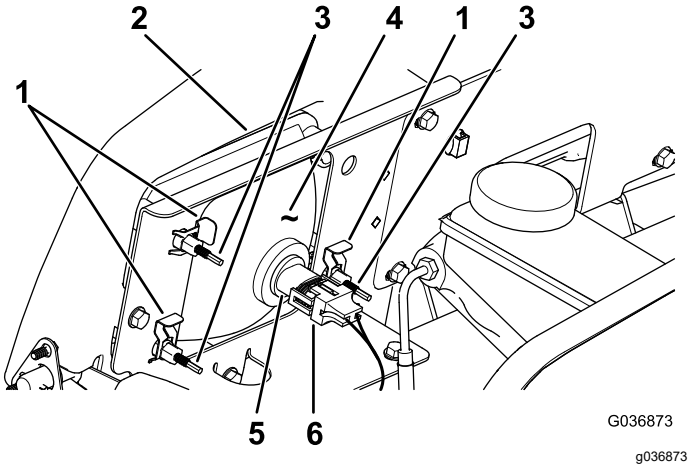

Figuur 43
3. Koppel de elektrische aansluiting voor de kabelboom los van de aansluiting van de lamp (Figuur 43).
4. Verwijder de snelklemmen waarmee de koplamp aan de koplampbeugel is bevestigd (Figuur 43).
5. Verwijder de koplamp door deze naar voren door de opening in de voorbumper te trekken (Figuur 43).
6. Monteer de nieuwe koplamp via de opening in de bumper (Figuur 43).
8. Koppel de elektrische aansluiting voor de kabelboom aan op de aansluiting van de lamp (Figuur 43).
2. Draai achteraan de koplamp de stelschroeven (Figuur 43) om de koplamp te draaien en de straal te richten.